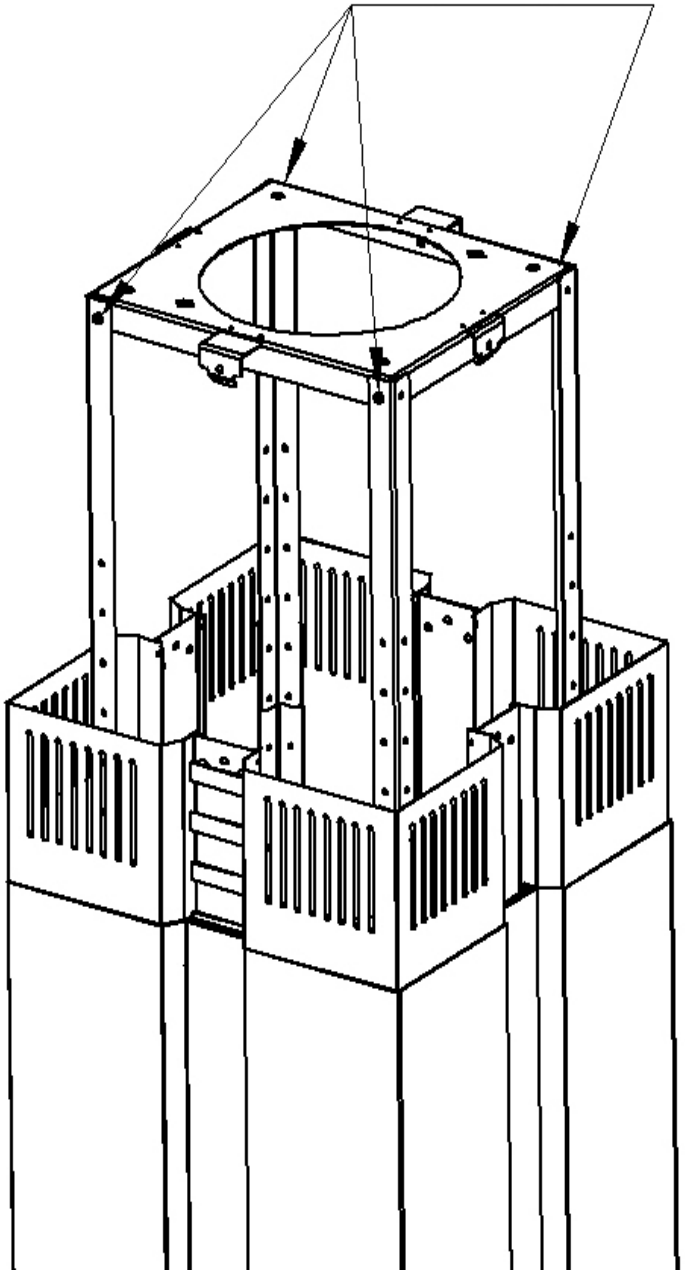

Рис. 6
3. Прикрепите вытяжку к потолочной пластине с помощью винтов М4 (рис. 6).